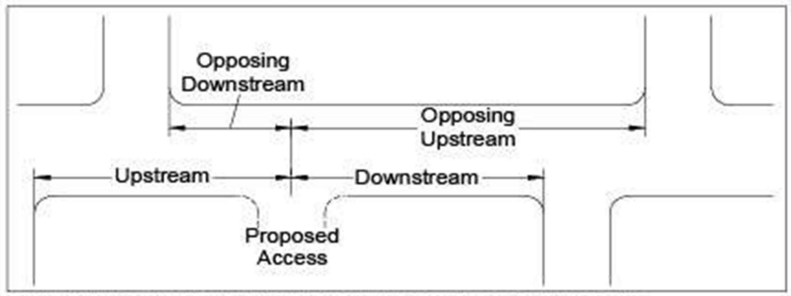

Figure 1: Measurements for Minimum Access Spacing Standards
1. Driveway spacing is measured as shown in Figure 1.